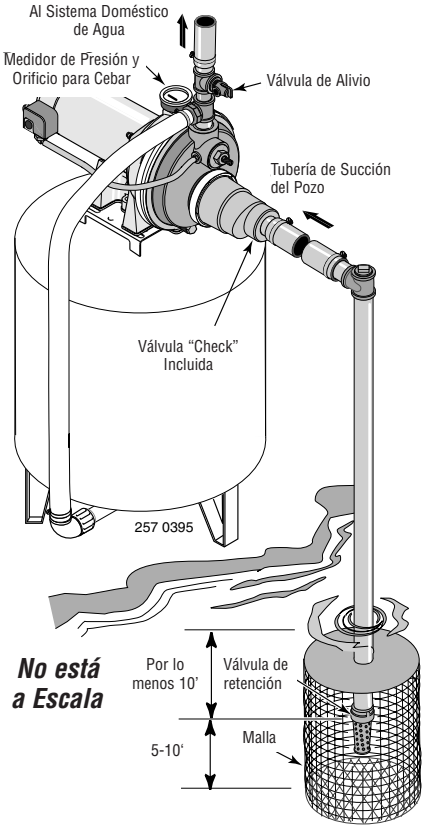

Figura 9: Instalación para Agua Superficial
4. Instale una válvula de retención y la tubería de succión (vea la Figura 9). Asegúrese que la válvula de retención funcione libremente. Utilice cinta de teflón o un compuesto a base de teflón especial para juntas de tuberías en las juntas roscadas de la tubería. Proteja la conexión de la válvula de retención de peces, basura, etc. con la instalación de una malla de alambre a su alrededor (vea la Figura 9).
6. Instale una "T" para cebar, tapón para cebar y la tubería de succión a la bomba (vea la Figura 9). Soporte la tubería para que no haya inclinaciones verticales o hundimientos en ella a fin de que no ejerza tensión sobre el cuerpo de la bomba y con el propósito de que no se incline ligeramente hacia arriba desde el pozo hacia la bomba (los puntos altos pueden ocasionar que se formen bolsas de aire que pueden bloquear la bomba). Selle las juntas de la tubería de succión con cinta de teflón o con un compuesto a base de teflón especial para juntas de tuberías. Las juntas deben ser a prueba de agua y estar herméticamente cerradas. Si la tubería de succión pudiera succionar aire, la bomba no podría sacar agua del pozo.